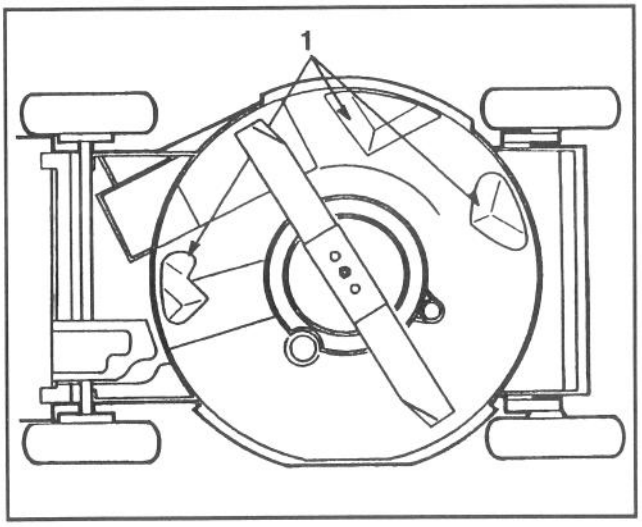

Abb. 6
B. Drei spezielle Umlenkbleche, die auf der Unterseite des Mähergehäuses an besonderen Stellen genau positioniert sind (Abb. 6).